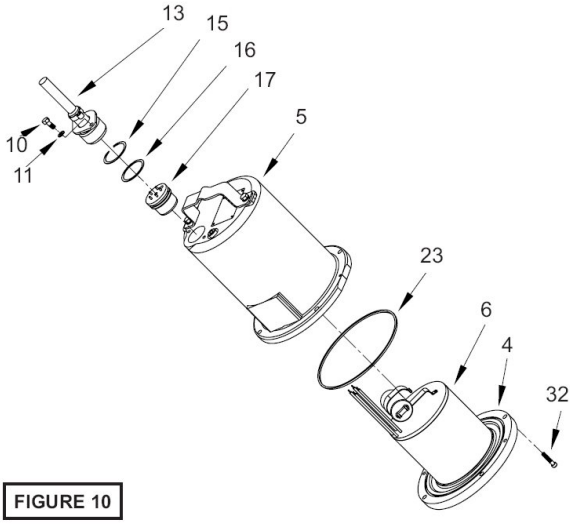
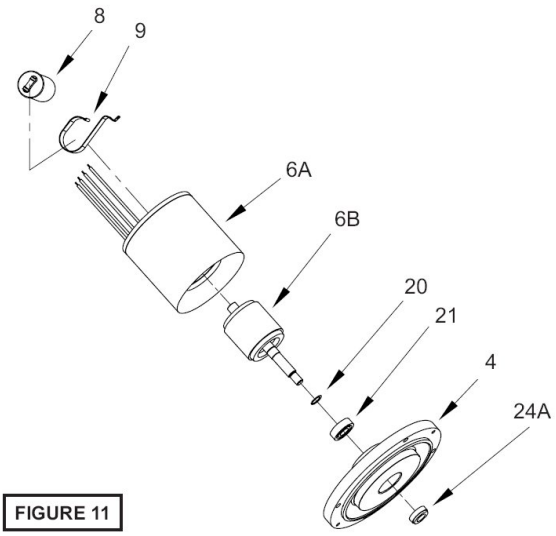
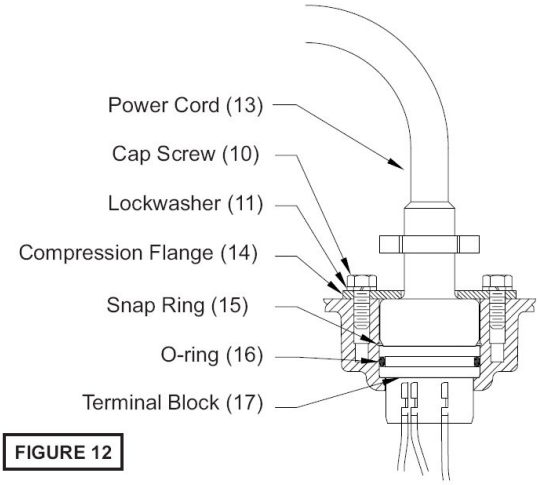

FIGURE 10
FIGURE 11
FIGURE 12
Position unit upright, using blocks to avoid resting unit on shaft. Unscrew cable hex bolts (10) and remove compression flange (14) and power cord (13). Remove snap ring (15) with a flat head screwdriver. Pull the terminal block (17) out of the housing (5) using a T-bolt or pair of pliers and a .25-20 screw in the threads of the terminal block (17). Be sure to leave slack on the motor leads connected underneath (see Figure 10). Use needle nose pliers to pull each female connector off of the pins on the underside of the terminal block (17) see Figure 12. The unit voltage should be noted. Remove socket head cap screws (32). Vertically lift the motor housing (5) from seal plate (4) by lifting handle (12). Inspect square ring (23) for damage or cuts. Remove the motor bolts and lift motor stator from seal plate (4). Disconnect capacitor leads from capacitor (8, single phase units). Examine bearing (21) and replace if required. If replacement is required, remove bearing (21) from motor shaft using a wheel puller or arbor press, see Figure 11.
Check power cable (13) for cracks or damage and replace if required (see Figure 12). Make internal wiring connections which are independent of the terminal block as shown, using connectors (36) as required. **Do not use wire nuts.** Slip motor leads and groud wire through fiberglass sleeve.
Lower motor housing (5) down onto seal plate (4) while aligning holes and stringing motor leads through the cord entry bore. (Slipping cord inside a 1 ft. length of .5" conduit makes this easier). Place socket head cap screws (32) through seal plate (4) into motor housing (5) and torque to 60 in-lbs. Reconnect motor and leads to the underside of the terminal block (17), as shown in Figures 12 & 13. Note that the pins are numbered underneath the terminal block. Place o-ring (16) into groove in terminal block and lubricate with dielectric oil. Press the terminal block (17) into the housing so it seats completely below the snap ring groove. Place snap ring (15) into groove in cord entry bore of housing.